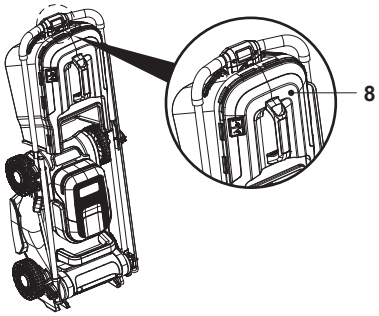

Fig. 22
7. It's recommended to store the mower with the grass catcher (8) hooked on the mower and the mulching insert (24) installed in the mower (Fig. 22).